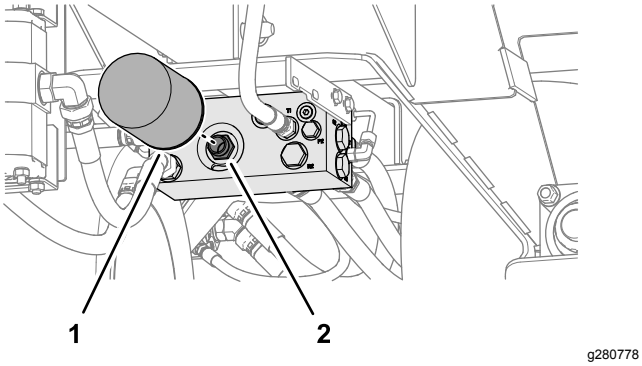

Figuur 36
2. Reinig de omgeving van het filter en het hydraulisch verdeelstuk, zet een opvangbak onder het filter, en verwijder het filter (Figuur 36).
4. Reinig het montagevlak van het filter van het hydraulisch verdeelstuk (Figuur 36).